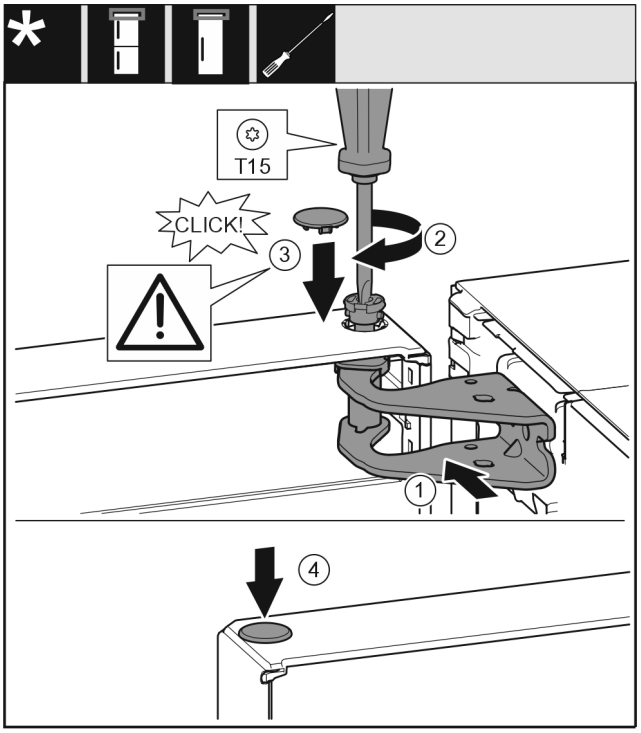

*Fig. 20*
▶ Dveře nahoře vyrovnejte s otvorem ve stojanu ložiska *Fig. 20 (1)*.
▶ Vložte čep *Fig. 20 (2)* a pevně jej utáhněte šroubovákem.
▶ Nasaďte kryt *Fig. 20 (3)*.
▶ Zkontrolujte, zda kryt *Fig. 20 (3)* doléhá na dveře.
▶ Nasaďte kryt *Fig. 20 (4)*.